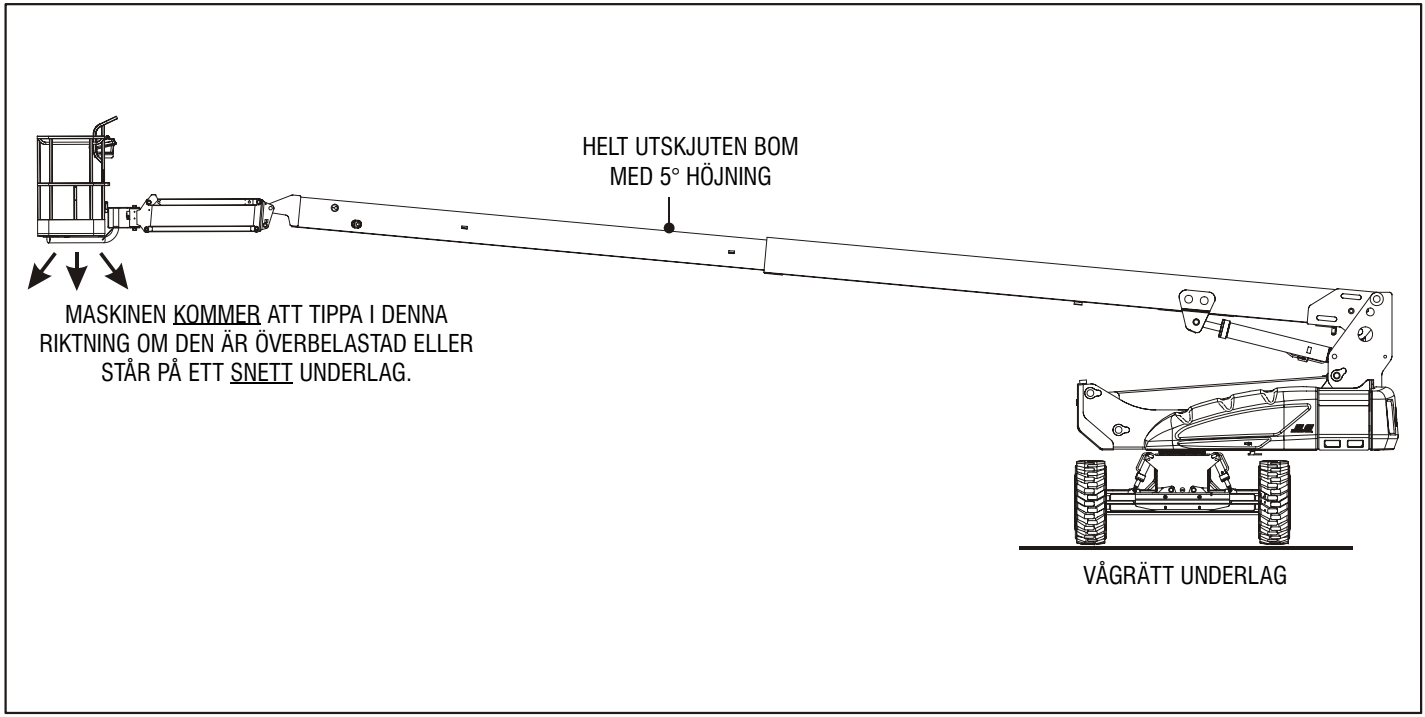
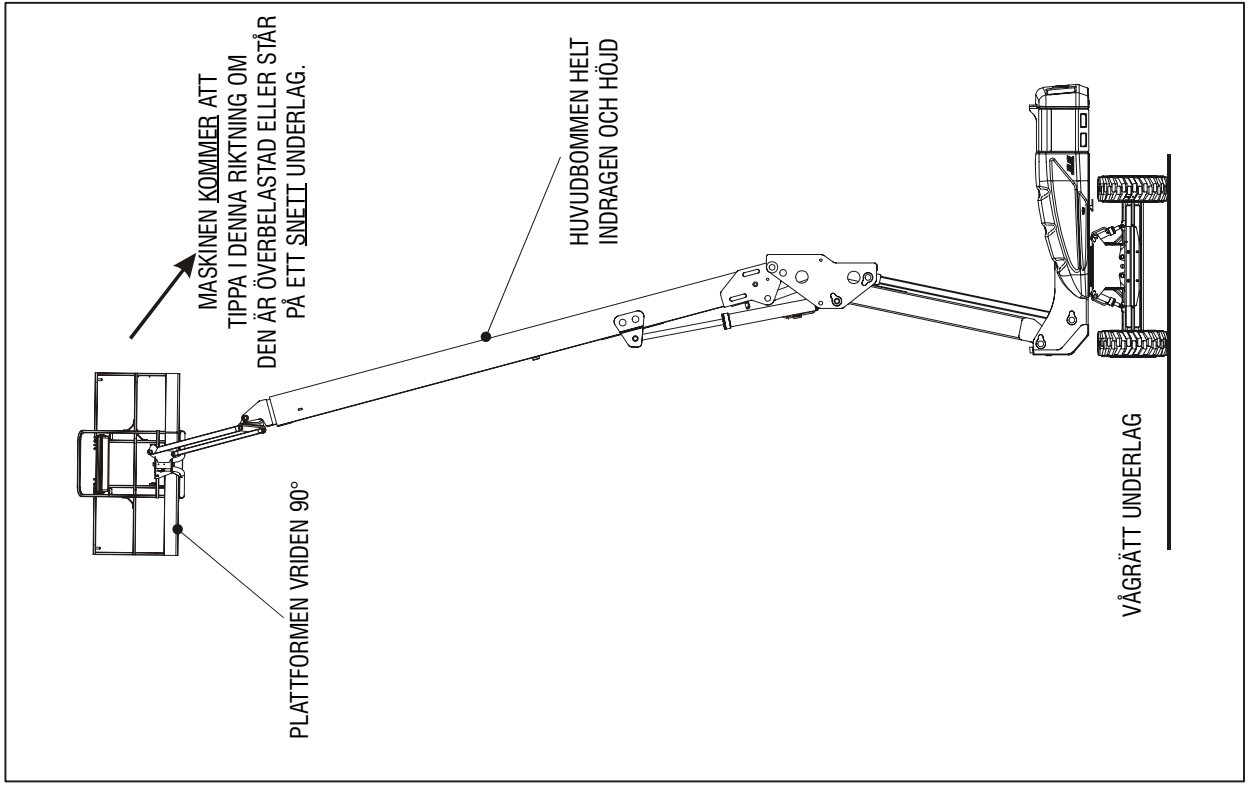

Fig. 4-1. Minsta stabilitet framåt
Fig. 4-2. Minsta stabilitet bakåt
Maskinens stabilitet baseras på två (2) förhållanden som kallas stabilitet FRAMÅT och BAKÅT. En maskin med minst stabilitet FRAMÅT visas i fig. 4-1 och en maskin med minst stabilitet BAKÅT visas i fig. 4-2.